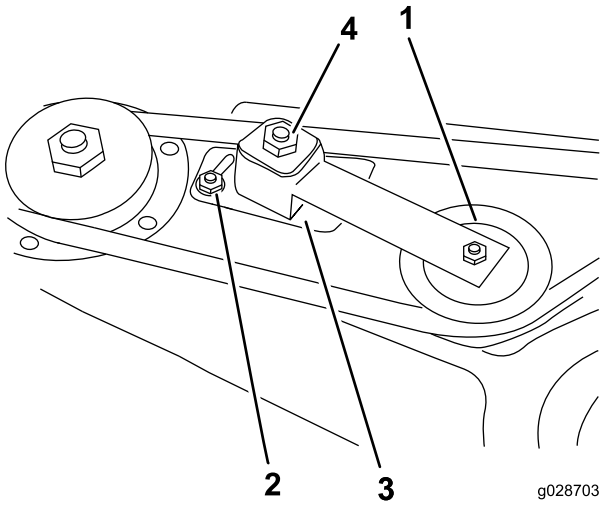

**Figure 3**
3. Desserrez les 2 écrous qui fixent la plaque de tension de façon à libérer la pression de la poulie de tension contre la courroie (Figure 3).